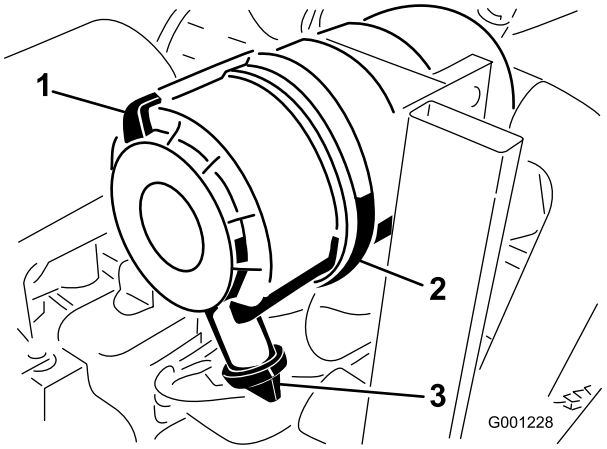

Figur 47
1. Træk låsen udad, og drej luftfilterdækslet mod uret (Figur 47).
2. Fjern dækslet fra luftfilterets hovedelement (Figur 47).
8. Monter dækslet således, at gummiudløbsventilen vender nedad – i en position mellem ca. klokken 5 og klokken 7 set fra enden (Figur 47).